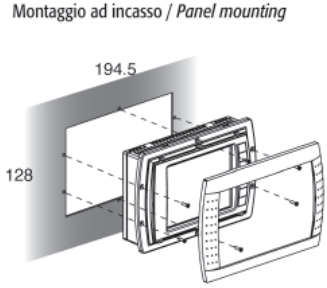

Fig. 2
Терминалы этого варианта разработаны специально для монтажа на панели. Шаблон для сверления с размерами 194,5x128 мм, с шестью круглыми отверстиями (каждое по 4 мм в диаметре), см. рис. 2 и 4.
- Вставьте в вырез панели терминал со снятой передней рамкой и закрепите на месте при помощи шести винтов с потайной головкой из комплекта поставки (способ закрепления см. рис. 2), после чего убедитесь в правильности расположения переднего резинового уплотнения.